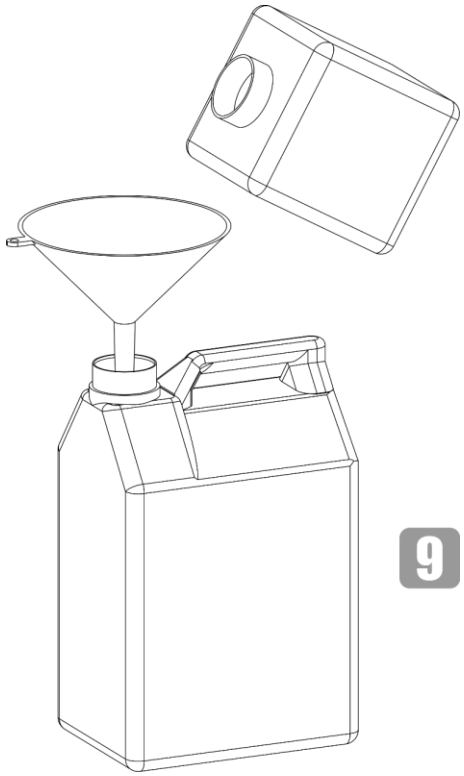

Fig. 28
09) Use a funnel to pour the fog fluid from the tank into original fog fluid jerry can, as shown in Fig. 28.